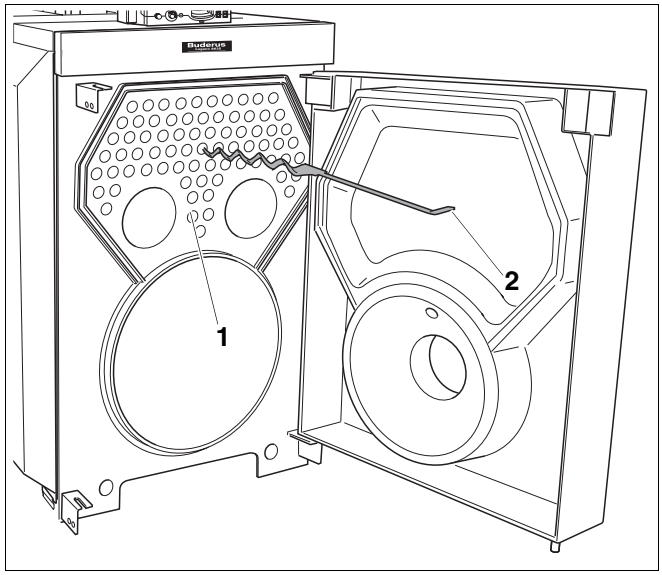

Rys. 50 Demontaż turbulizatorów
- Usunąć dwa lub trzy turbulizatory (rys. 50, **poz. 2**) z płomieniówek (rys. 50, **poz. 1**). W pierwszej kolejności należy wyjmować turbulizatory znajdujące się u dołu.
Jeżeli temperatura spalin jest nadal zbyt niska, należy usunąć kolejne turbulizatory (rys. 50, **poz. 2**) z płomieniówek (rys. 50, **poz. 1**).
Jeżeli temperatura spalin jest za wysoka, należy wsuwać po jednym turbulizatorze (rys. 50, **poz. 2**) do płomieniówek (rys. 50, **poz. 1**) do momentu uzyskania odpowiedniej temperatury spalin.